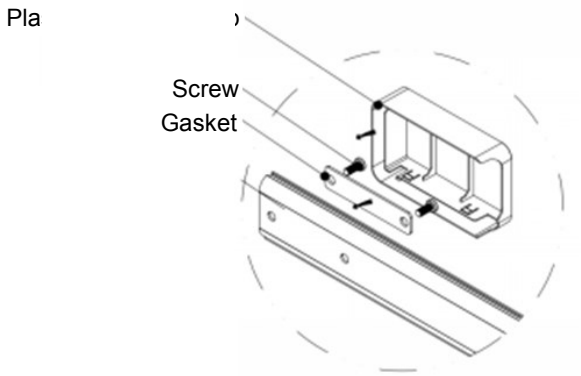

Figure 3-6
7) Wait 30 minutes after the glue cured, mount the boom in the device., as shown in the figure 3-6.